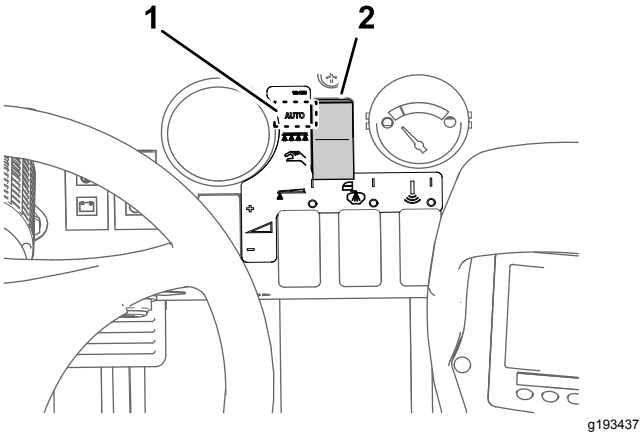

Figur 35
3. Ange spruthastighetsläget med hjälp av sprutlägesknappen (Figur 35).